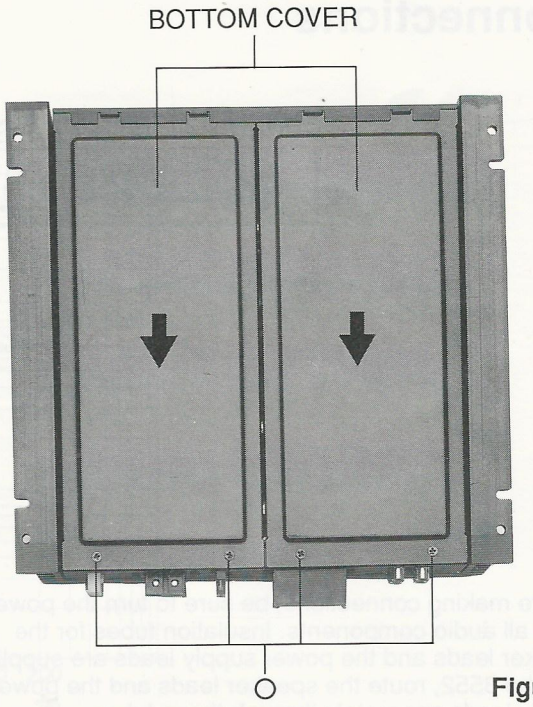

Figure 1
(1) Remove four screws marked " ○ " as shown in Figure 1.
(2) The Bottom Cover will be removed by pulling out in the arrow direction as shown in Figure 1.